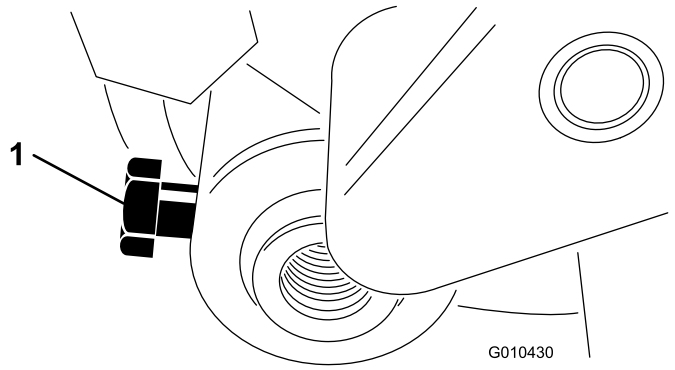

Figure 16
9. Insert the roller shaft into the left adjuster-arm assembly and loosely secure it with a bolt (M6–1 x 12 mm) as shown in Figure 16.
4. Center the roller between the adjuster arms and tighten the mounting bolts (see Figure 16).